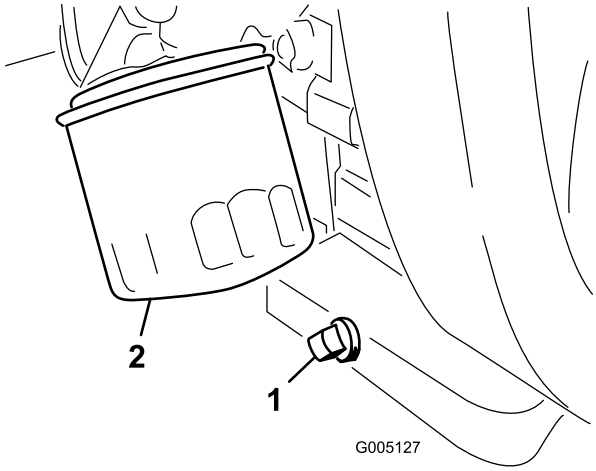

Figuur 42
1. Verwijder de aftapplug (Figuur 42) en laat de olie in een opvangbak lopen. Als er geen olie meer naar buiten stroomt, plaatst u de aftapplug terug.
2. Verwijder het oliefilter (Figuur 42).